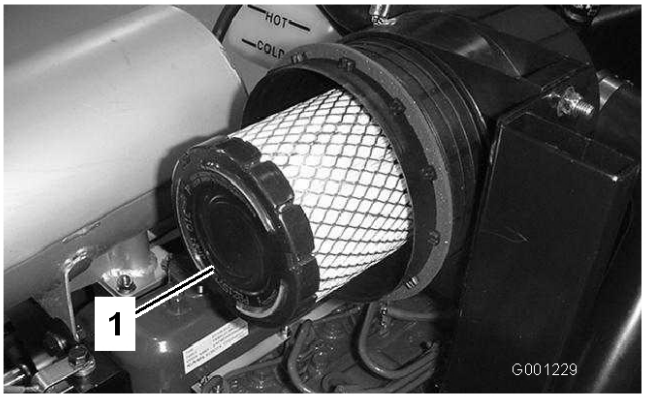

Figur 47
4. Ta bort och byt ut huvudfiltret (Figur 47).